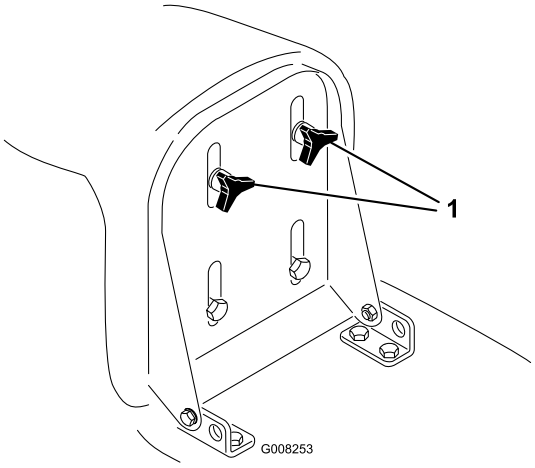

Figur 4
1. Lyft upp sätet och lossa justeringsrattarna (Figur 4).